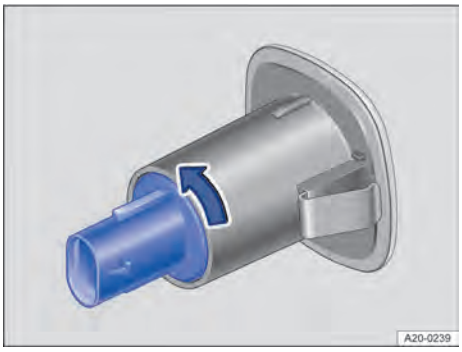

Fig. 192 Cambiar la lámpara del intermitente lateral.
4. Gire el portalámparas en el sentido de la flecha y extraiga la lámpara hacia atrás de la carcasa → Fig. 192.
7. Coloque el portalámparas en la carcasa y gírelo en el sentido contrario al de la flecha hasta el tope → Fig. 192.